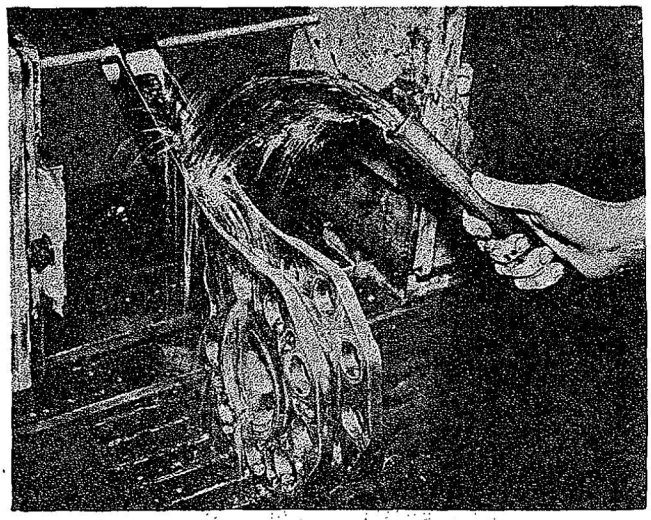

Figure 128—Copper Tube Through Master Rod Piston Pin Bore
3. Place a copper tube through the piston pin bore and pass 2500 to 3000 amperes through the tube. Refer to Figure 128.